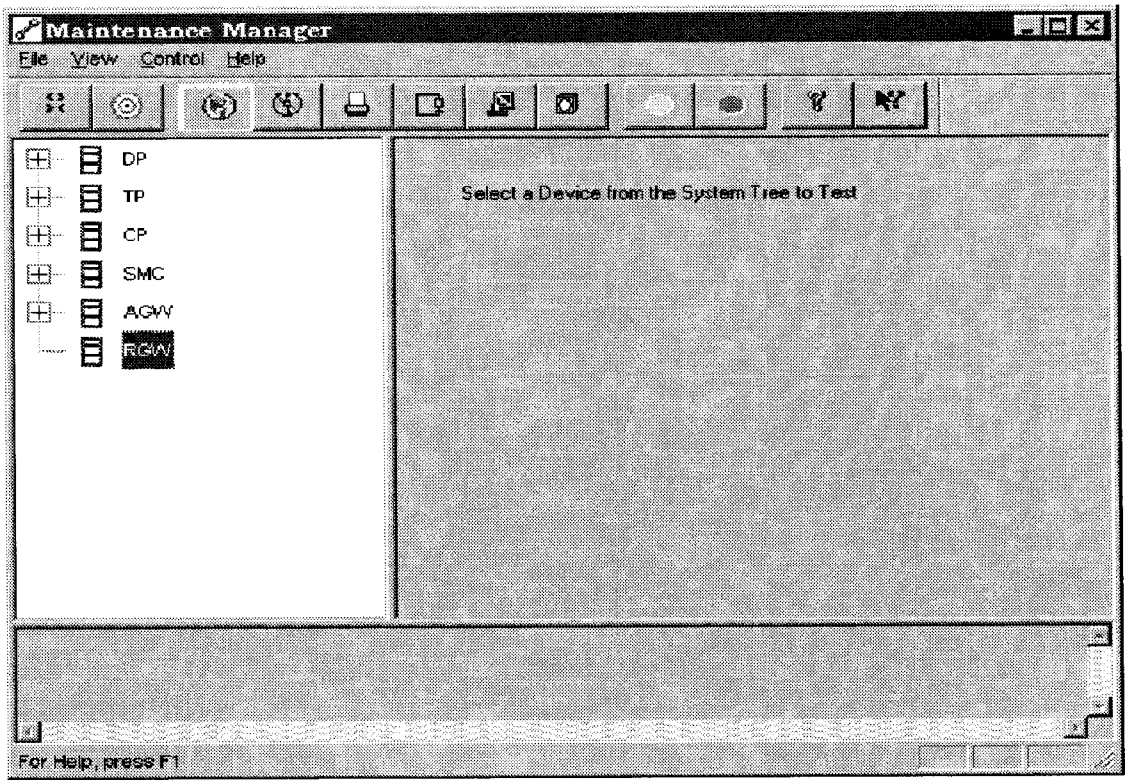

FIGURE 4-l 40. MAINTENANCE MANAGER WINDOW
1. Click Maintenance Manager (Figure 4-l 39).